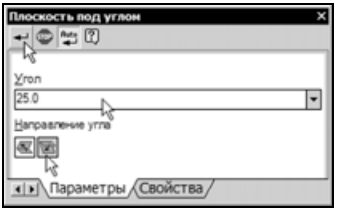

Рис. 6.132
- В поле **Угол** на панели свойств введите значение угла наклона 25 и нажмите кнопку **Обратное направление** в группе **Направление угла** (рис. 6.132).